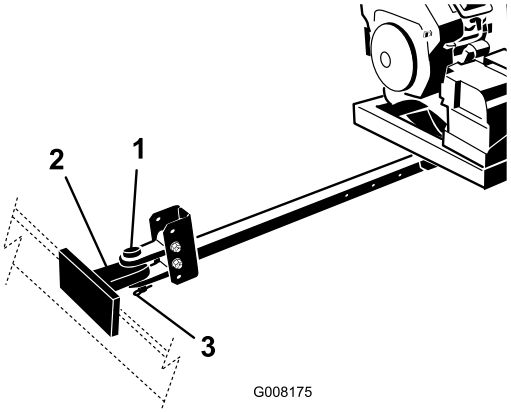

Figur 5
4. Kobl gaffelbolten på blæsemaskinens bugsertræk til bugseringskøretøjets bugsertræk med koblingstappen og gaffelbolten (Figur 5).